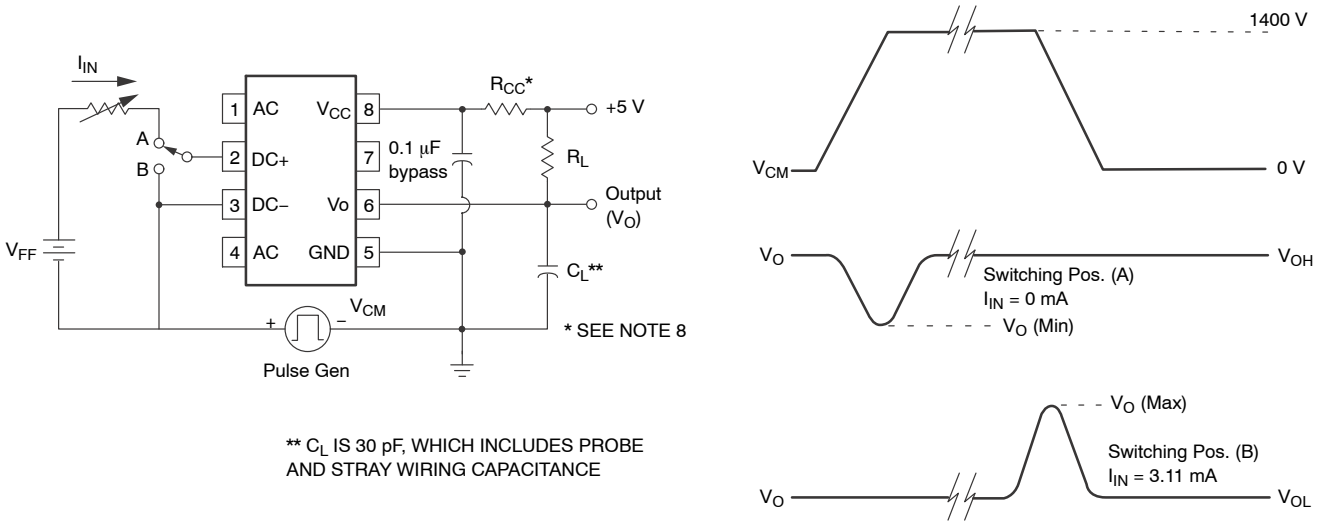

Figure 11. Test Circuit for Common Mode Transient Immunity and Typical Waveforms
8. Common mode transient immunity in logic high level is the maximum tolerable (positive) dV_{cm}/dt on the leading edge of the common mode pulse signal V_{CM}, to assure that the output will remain in a logic high state (i.e., V_O > 2.0 V). Common mode transient immunity in logic low level is the maximum tolerable (negative) dV_{cm}/dt on the trailing edge of the common mode pulse signal, V_{CM}, to assure that the output will remain in a logic low state (i.e., V_O < 0.8 V). Refer to Fig. 11.